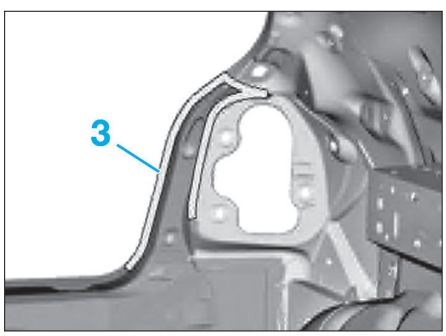

FIG. 42
• Meuler les brasures (2).
• Dépointer en (3) **(Fig.42)**.